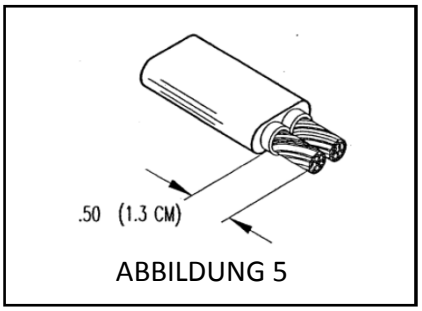

ABBILDUNG 5
2.6 Entfernen Sie das Band und schneiden Sie die Zuleitungsdrähte auf etwa 1,3 cm ab (Abb. 5).
2.7 Ziehen Sie den inneren Leitermantel 1,3 cm lang ab (Abb. 5).